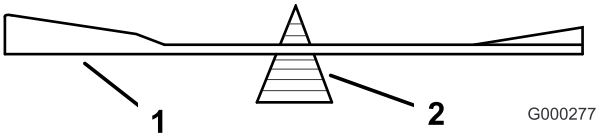

Figuur 96
2. Controleer de balans van het mes met een mesbalans (Figuur 96).